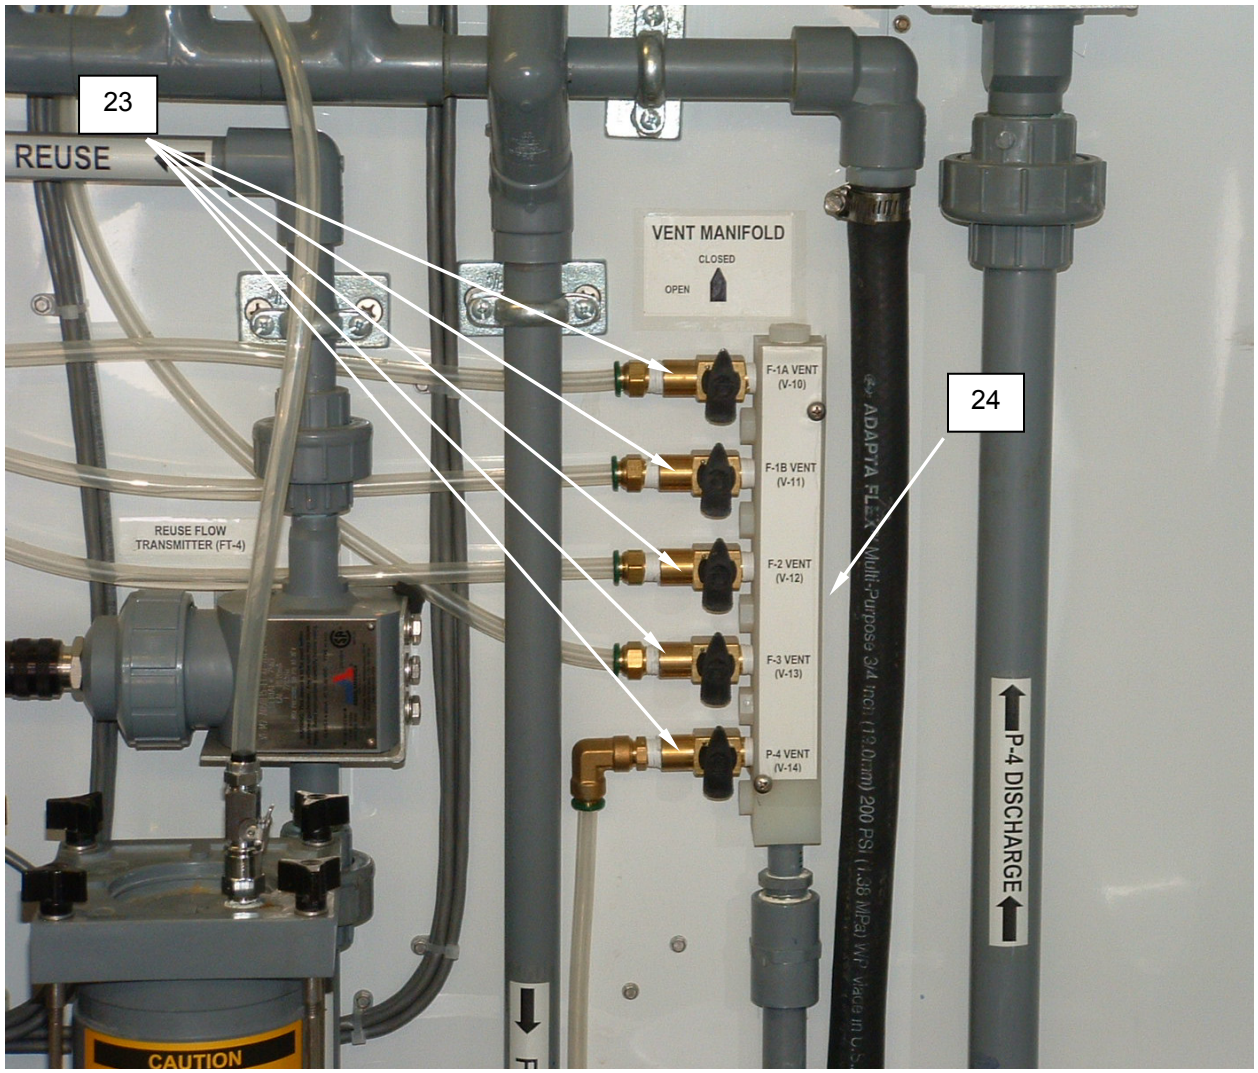

Figure 14. Vent Valve Manifold.
11. Ensure the vent valves (V-10 through V-14) **(Figure 14, Item 23)** on the vent valve manifold **(Figure 14, Item 24)** are closed.